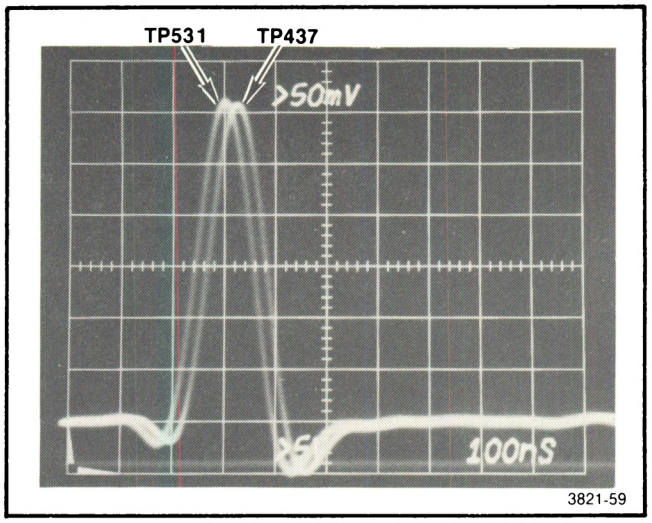

Fig. 6-15. Checking the video amplifier pulse response.
g. Set the test oscilloscope Delay Time to 5 μs/div and the Delayed Sweep to 100 μs/div. Use the Delay Time Multiplier to position the T pulse into view as shown in Fig. 6-15.
h. CHECK—that the TP437 output pulse is the same amplitude as the TP531 input pulse within a tolerance of 5% or 1.5 minor divisions. Check that the aberrations of the output pulse are the same as the input pulse. See Fig. 6-15.